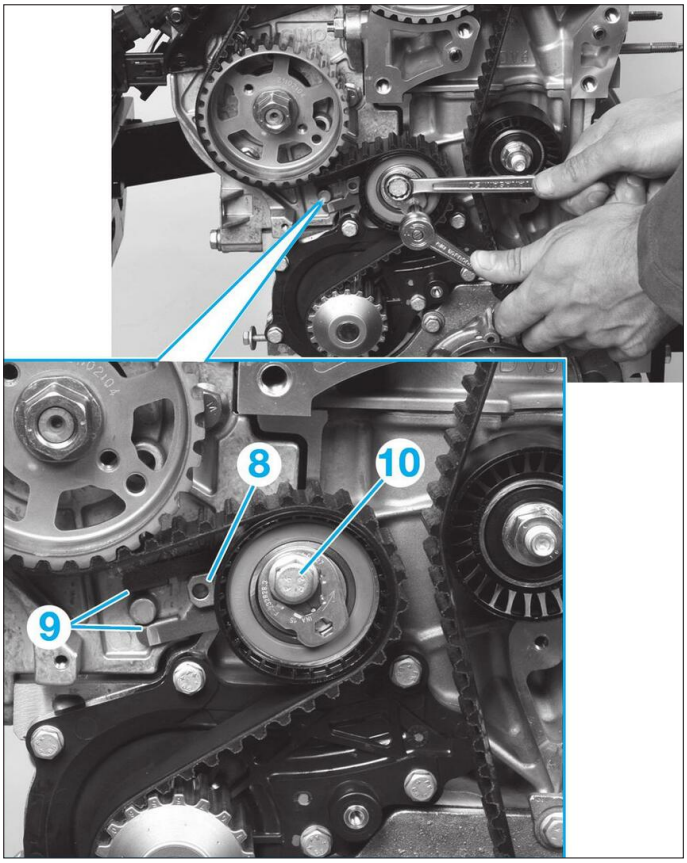

Fig. 12
• À l'aide d'une clé 6 pans, amener l'index (8) **(Fig.12)** du galet tendeur au milieu de la zone de contrôle (9) en tournant le tendeur dans le sens antihoraire.
• Serrer la vis (10) au couple prescrit.
• Contrôler le positionnement de l'index (8) qui doit se trouver dans la zone de contrôle (9). Dans le cas contraire reprendre l'opération de repose.